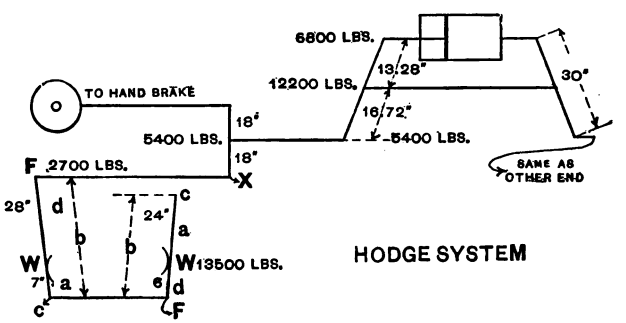

FIG. 90.
Fig. 90 (page 278) shows the Hodge system of levers. If this were a Stevens system, the floating lever would not be used, and the other end of the connection to the live lever of the truck would connect directly with the outer end of the cylinder lever. With the Stevens system the hand-brake connection runs from the brake mast direct to the top of the dead lever.
A. It must always first be determined which point on any lever is the fulcrum. For instance, in considering the piston lever (Fig. 90) the fulcrum is the rod which connects the piston and cylinder levers when we wish to ascertain the amount of work that can be done at the outer end of the piston lever. If we wish to ascertain the amount of work that can be done on the rod connecting the piston and cylinder levers, the fulcrum would then be the outer pin in the piston lever.
To find the work accomplished on the brake shoes connected to the live truck levers (Fig. 90), the lower pin of the live lever is the fulcrum; but if we wish to know what work is done on the bottom truck connec-